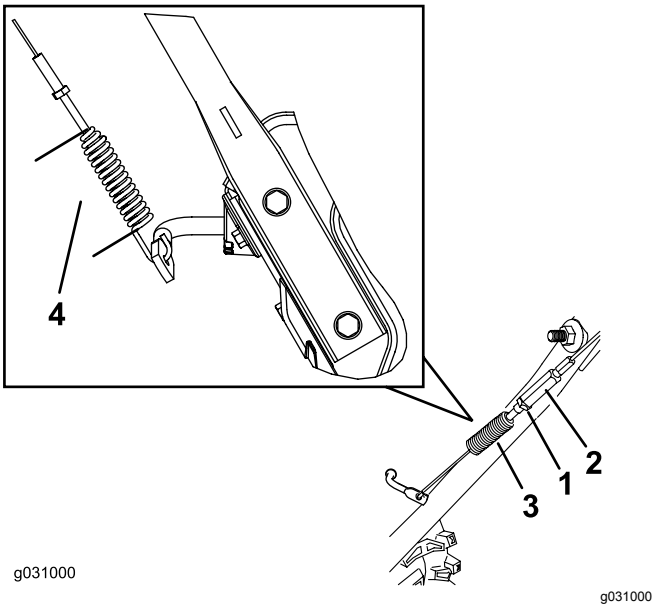

Rysunek 29
3. Odkręć lub dokręć ściągacz, aby ustawić długość sprężyny na 7 cm, jak pokazano na Rysunek 29.
4. Dokręć przeciwnakrętkę (Rysunek 29), upewniając się, że linka jest lekko napięta.